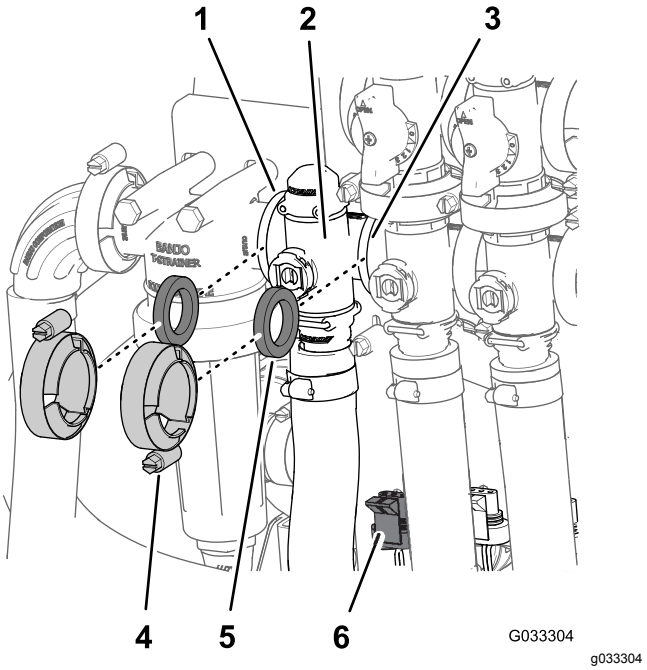

Figuur 62
1. Verwijder de klemmen en pakkingen waarmee de verdelerklep voor de gebruiksdosis is bevestigd (Figuur 62).